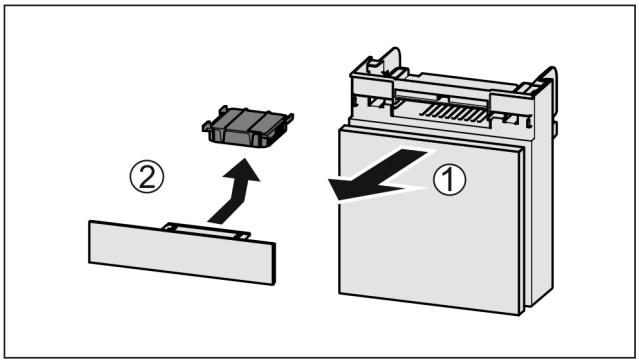

*Fig. 50*
▶ Extraire le compartiment par l'avant *Fig. 50 (1)*.
▶ Sortir le filtre à charbon actif *Fig. 50 (2)*.